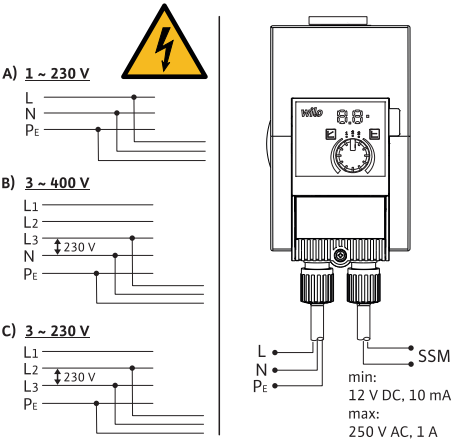

Fig. 3: Можливості під'єднання
- Під'єднувати до мереж низької напруги 230 В. У разі під'єднання до мереж IT (конфігурація мережі Isolé Terre) обов'язково переконатися, що напруга між фазами (L1–L2, L2–L3, L3–L1 ➔ Fig. 3) не перевищує 230 В.